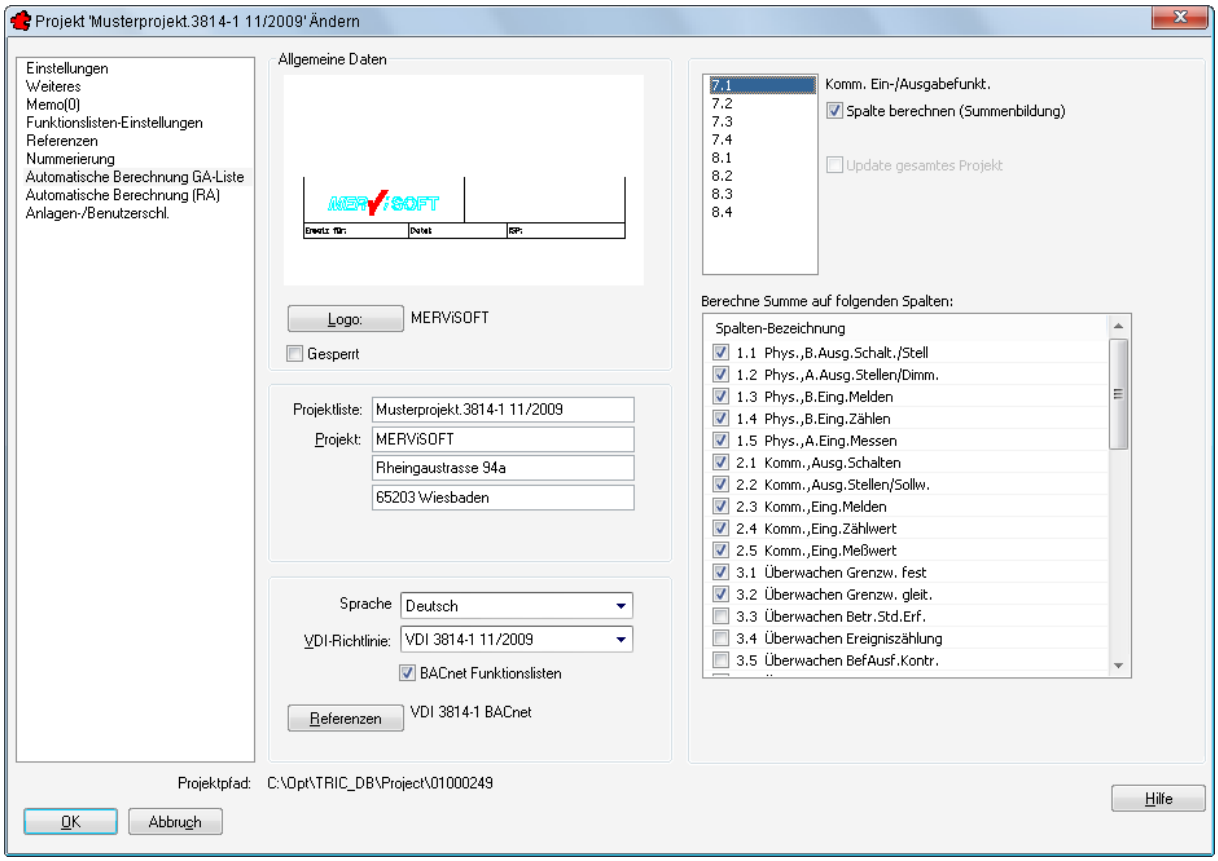

Bild 31.16 – Konfiguration der automatischen Berechnung für die Managementfunktionen
- indem Sie in die Projektverwaltung gehen, dort aus der Projektliste *Ändern* wählen und die Rubrik *Automatische Berechnung GA-Liste* wechseln (Abb. 31.16).